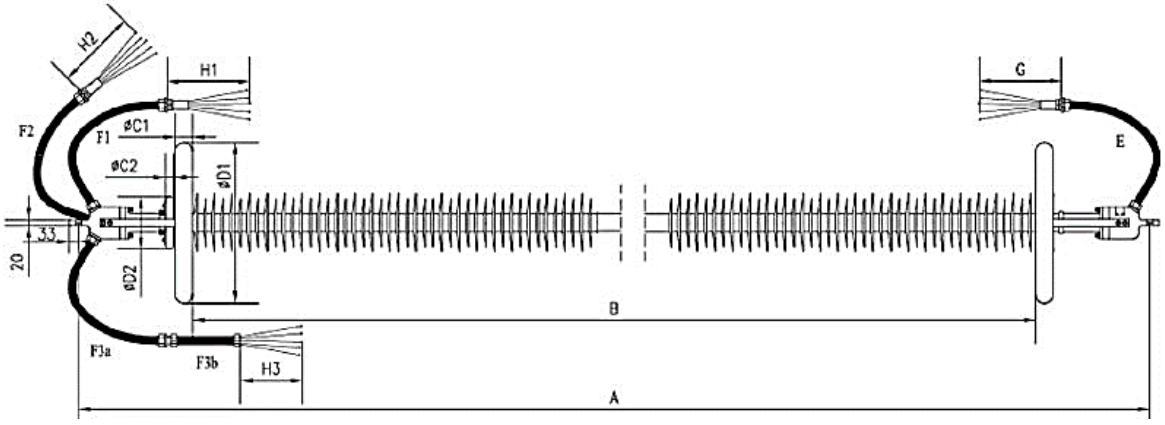

Figure 2: Configuration of optical fiber column
- The installation dimensions of head seen in **Figure 2**;